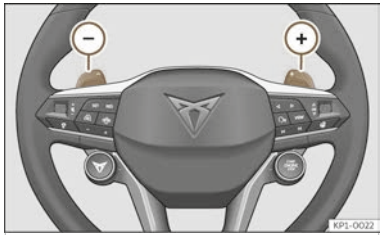

Fig. 120 Steering wheel: automatic gearbox paddles
- Press the ⊕ gear shift paddle to change up a gear ››› **Fig. 120**.